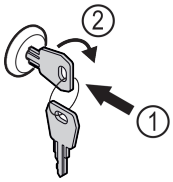

Fig. 142 Example illustration
▶ Insert key *Fig. 142 (1)*.
▶ Turn key clockwise by 90° *Fig. 142 (2)*.